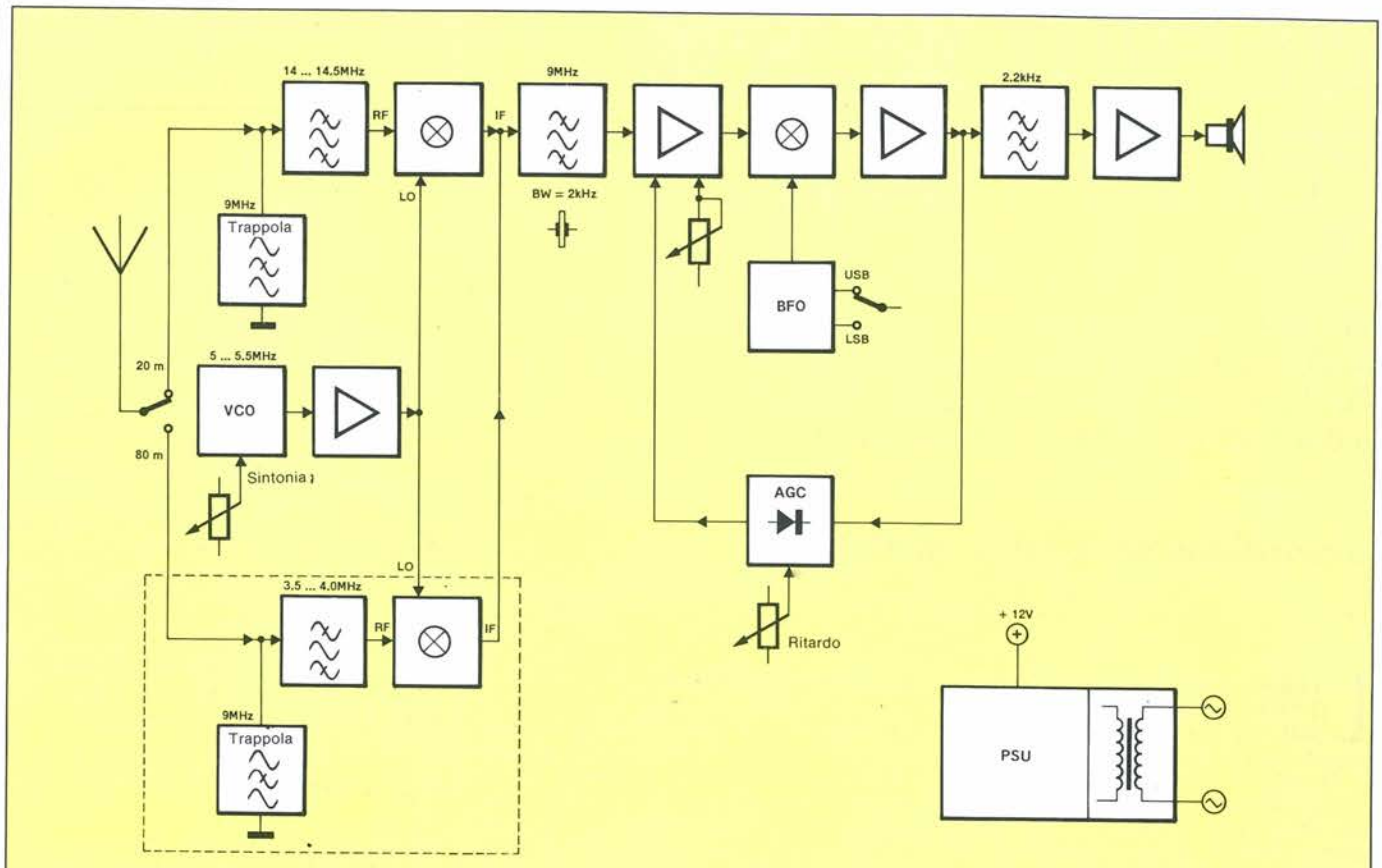

Figura 1. Schema a blocchi del ricevitore SSB per 20 ed 80 metri.
Quando il selettore di banda è predisposto nel modo mostrato nello schema a blocchi di Figura 1, il segnale proveniente dall'antenna viene applicato ad un filtro passa-banda dimensionato per 14-14,5 MHz. Un filtro trappola da 9 MHz è applicato all'ingresso, per evitare che i forti segnali su questa frequenza possano causare interferenze od intermodulazione sulla sezione a frequenza intermedia (FI) del ricevitore. Il segnale d'uscita di un oscillatore controllato in tensione (VCD), con una banda di sintonia da 5 a 5,5 MHz, viene applicato agli ingressi dell'oscillatore locale (L0) dei miscelatori attivi che seguono le sezioni d'ingresso per i 20 e gli 80 metri. Il segnale a frequenza intermedia viene applicato ad un filtro a quarzo da 9 MHz, che garantisce una larghezza di banda di circa 2 kHz. Dopo lo stadio amplificatore a frequenza intermedia viene il rivelatore a prodotto per la demodulazione dei sgnali SSB. L'oscillatore per la frequenza di battimento (BFO) permette la rivelazione delle bande laterali superiore ed inferiore (USB/LSB). Il segnale d'uscita del rivelatore viene filtrato ed applicato all'amplificatore audio di potenza, ma viene anche usato per pilotare un circuito di controllo automatico del guadagno (AGC), con ritardo regolabile. L'AGC controlla il guadagno dell'amplificatore a frequenza intermedia.